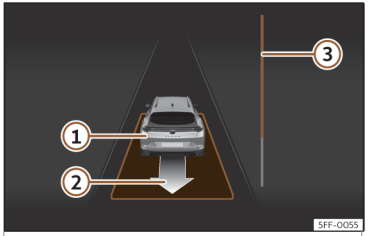

Fig. 194 Sul display del quadro strumenti: uscire da un parcheggio in linea.
- Retrocedere finché non si sentirà il segnale continuo del ParkPilot; **OPPURE:** spostarsi in retromarcia finché nel display del quadro strumenti non comparirà l'indicazione di spostarsi con la marcia in avanti. La barra di avanzamento››› **fig. 194** ③ indica la distanza che si deve percorrere››› **pag. 295** .